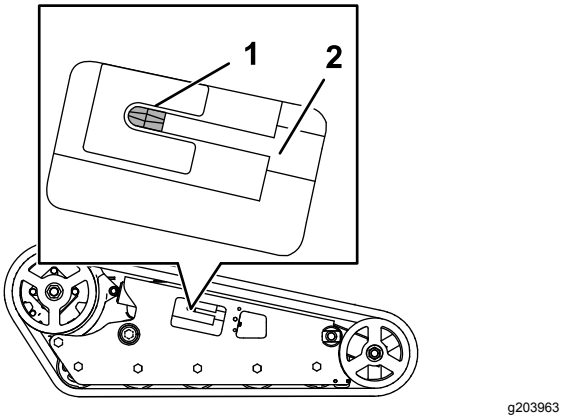

Figuur 59
13. Gebruik een dopsleutel van ½" om de spanschroef linksom te draaien tot ze niet meer verder kan (Figuur 59).
21. Controleer of het spanblok niet verder kan (Figuur 59).